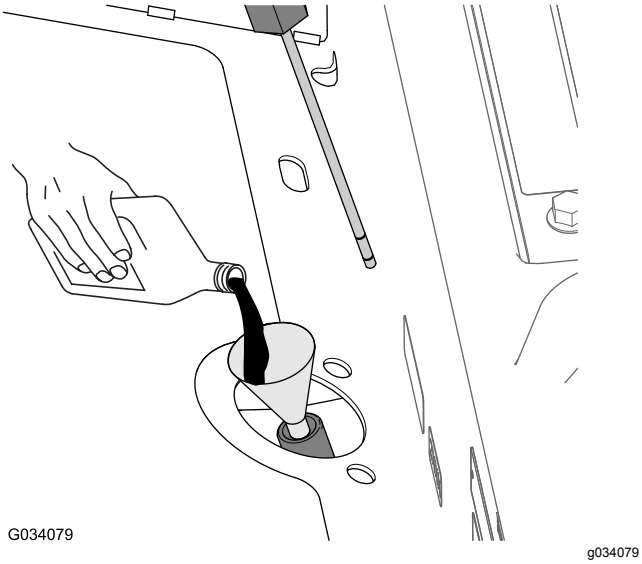

Figur 83
5. Hvis væskestanden er under det nederste Full-mærke på målepinden, skal den angivne hydraulikvæske fyldes i påfyldningsrøret (Figur 83), indtil væskestanden stiger mellem de øvre og nedre mærker, når den kontrolleres med målepinden (Figur 82).
6. Hæld den angivne hydraulikvæske i påfyldningsrøret (Figur 83), indtil væskestanden i transakselhuset (beholderen) er midtvejs mellem de øvre og nedre mærker på målepinden (Figur 82).